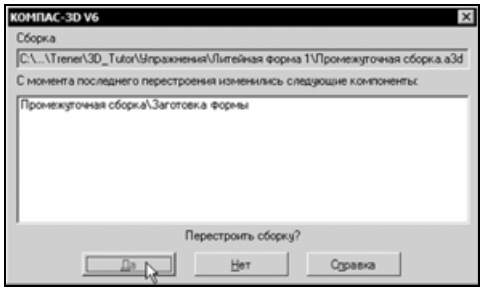

Рис. 8.96
- Закончите сеанс редактирования детали **Заготовка формы** щелчком на кнопке **Редактировать на месте** на панели **Текущее состояние**. В ответ на запрос системы о перестроении сборки нажмите кнопку **Да** (рис. 8.96).